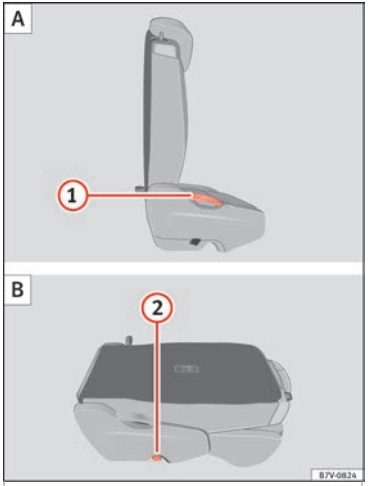

Fig. 161 Second row of seats: folding the rear seat A, rear seat as load space B.
- Pull lever ››› Fig. 161 (1) back and fold the seat backrest forwards. The complete rear seat folds forward ››› ⚠.
- Fold the seat backrest forwards until it locks into the load surface position ››› Fig. 161 B.
- Pull lever ››› Fig. 161 (1) upwards and place the seat backrests in vertical position. The entire seat folds backwards.